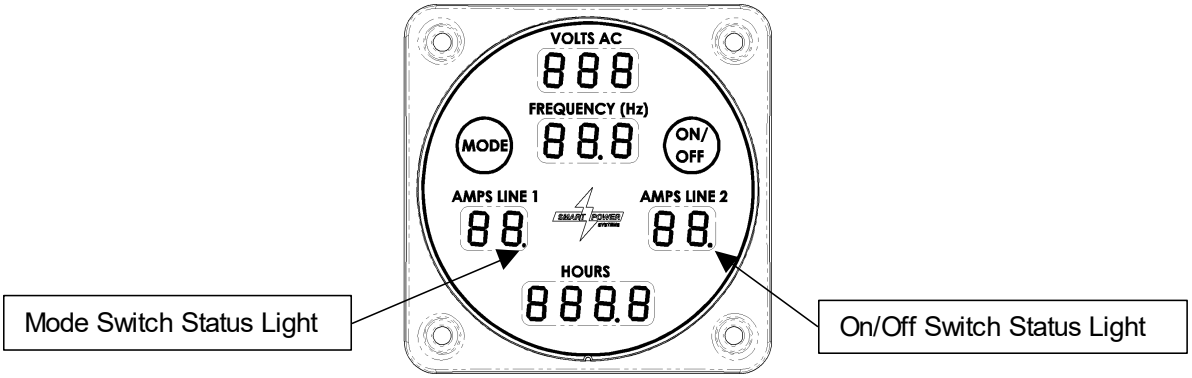

Figure 15 – Switch Status Lights
3. The Command & Control Center is equipped with two Smart Touch® switches, labeled "Mode" and "On/Off" respectively. These switches do not require pressure to be activated but instead sense the presence or absence of your fingertip. The decimal points in the "Amps Line 1" and "Amps Line 2" fields of the Command & Control Center are used to indicate the status of the Mode and On/Off switches respectively (reference Figure 15).